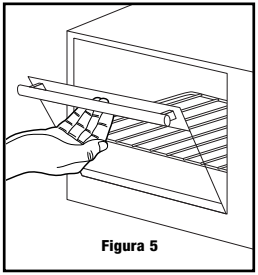

Figura 5
Paso 2. Hale con cuidado hacia abajo la puerta del horno (consulte la Figura 5).